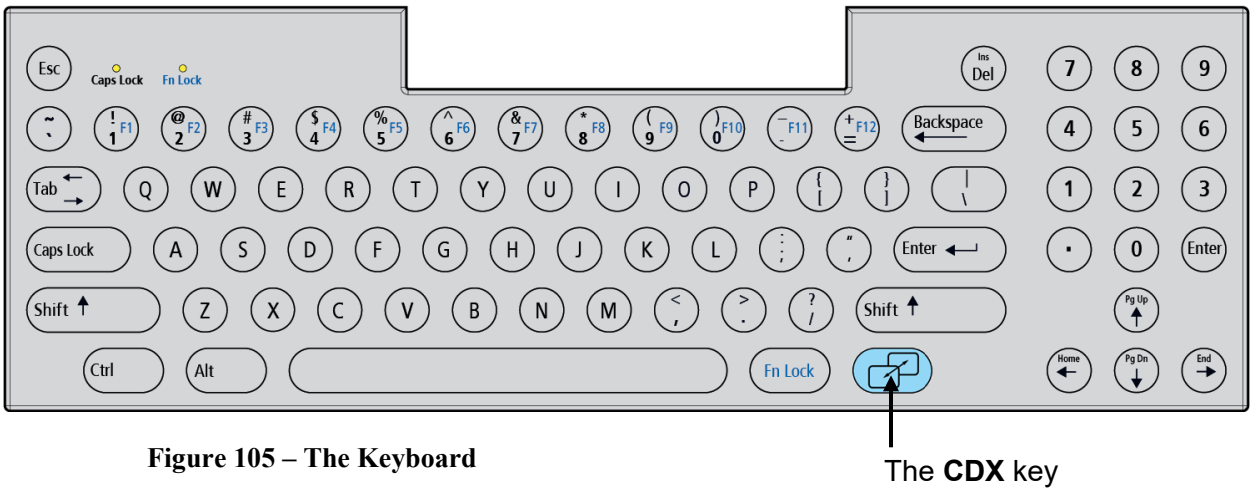

Figure 105 – The Keyboard
The Clinical Data eXchange (CDX) system is an independent PC that is built into the 2008T hemodialysis machine. The CDX PC can run software programs that are displayed on the 2008T display screen and accessed with the keyboard, touchscreen, and touchpad like any other personal computer (PC). Pressing the blue **CDX** key on the keyboard (see Figure 105) will switch between displaying Dialysis/SLED and CDX.
1. Press the **Power** key on the 2008T hemodialysis machine to start the machine. While on the "Select Program" screen, press the blue **CDX** key on the keyboard (see Figure 105). CDX will be displayed.